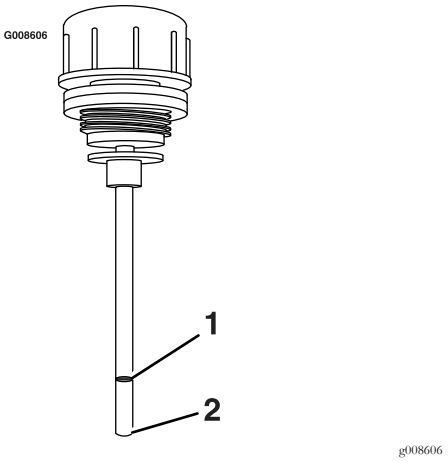

Figure 22
B. Remove the cap again and check the level of the oil on the dipstick. See Figure 22 for oil levels.